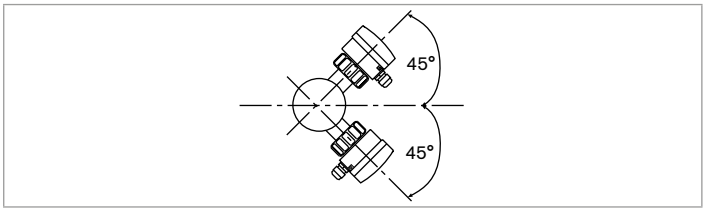

Fig. 5: Enhetens monteringsvinkel i relation till rörledningen
- Montera enheten med en vinkel på 45° mot rörets horisontella mittpunkt (se Fig. 5) för att undvika eventuella avlagringar på elektroderna samt förfalskade mätningar på grund av luftbubblor.